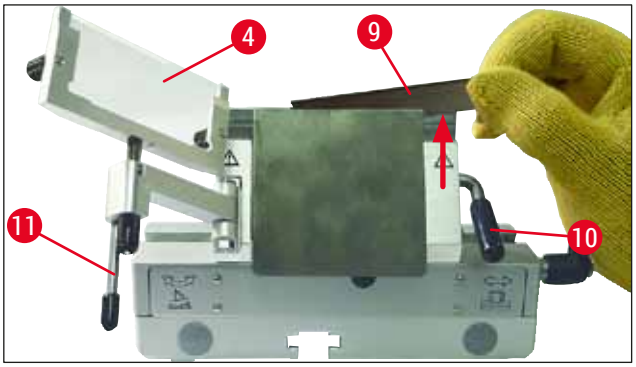

Рис. 30
2. Отпустите зажимной рычаг (→ "Рис. 30-10"), повернув его против часовой стрелки (→ "Рис. 30").
3. Осторожно вставьте лезвие (→ "Рис. 30-9") сверху или сбоку между прижимной пластиной и креплением лезвия. Следите за тем, чтобы лезвие входило посередине и равномерно лежало на выступе (см. красную стрелку на рис. (→ "Рис. 30")).